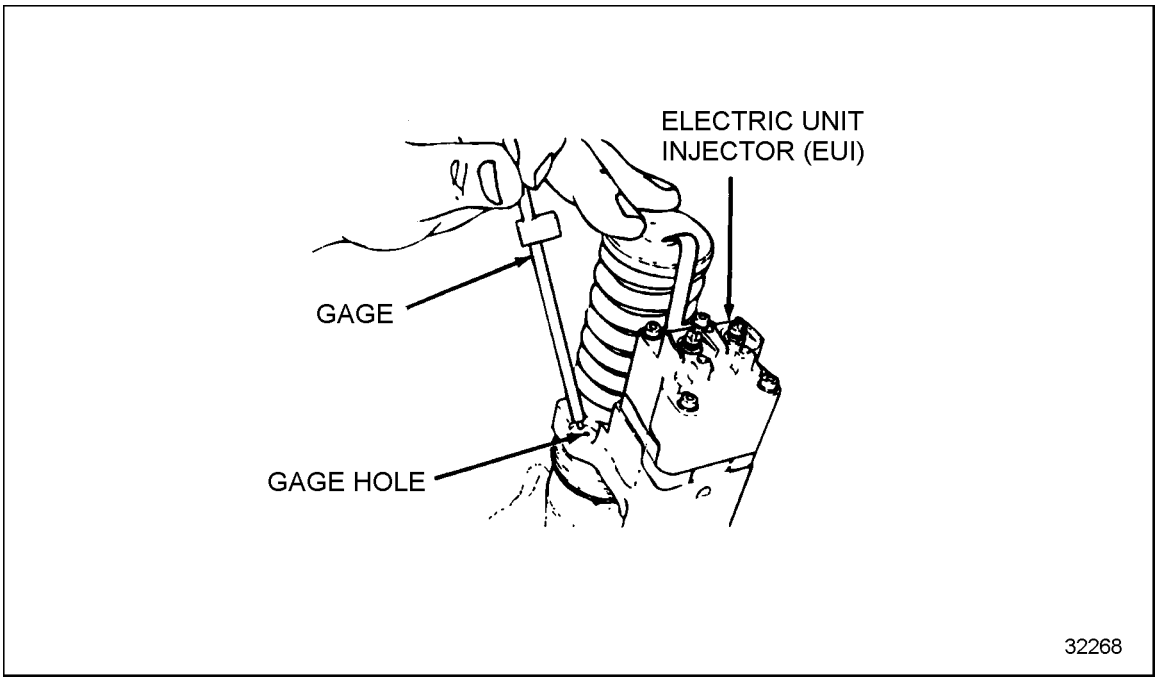

Figure 12-3 Using Timing Gage on DDEC II, DDEC III, and DDEC IV
The fuel injector height is measured using the required Injector Height Gage as listed in Table 12-2. On engines equipped with a Jake Brake®, move the handle on the injector height gage to the alternate position, 90 degrees to the shank. A height gage locating hole is provided in the injector body on the machined surface contacted by the injector clamp near the solenoid. See Figure 12-3.
12. Adjust the fuel injector height for the engine models in parentheses by placing the small end of the height gage in the hole provided in the fuel injector body, with the flat of the gage toward the fuel injector plunger. See Figure 12-3. The injector height settings for Series 60 engines are listed in Table 12-2.